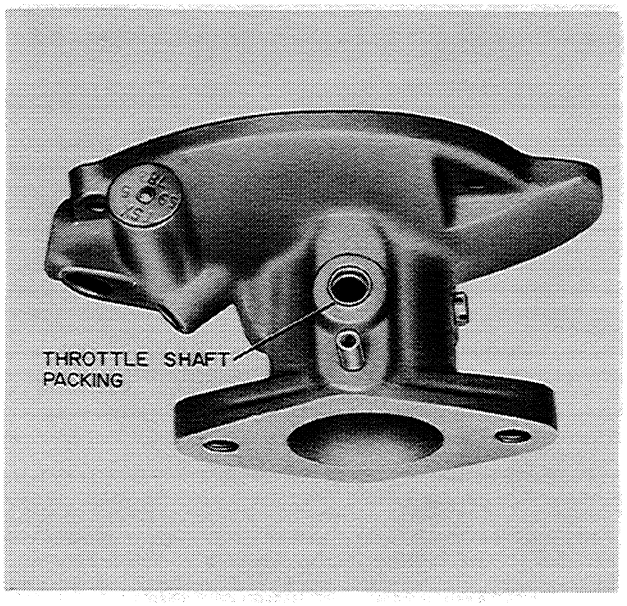

Figure N-39
6. Install new throttle packing and retainer. Push the retainer in until it is flush with the casting face as shown in Figure N-39.